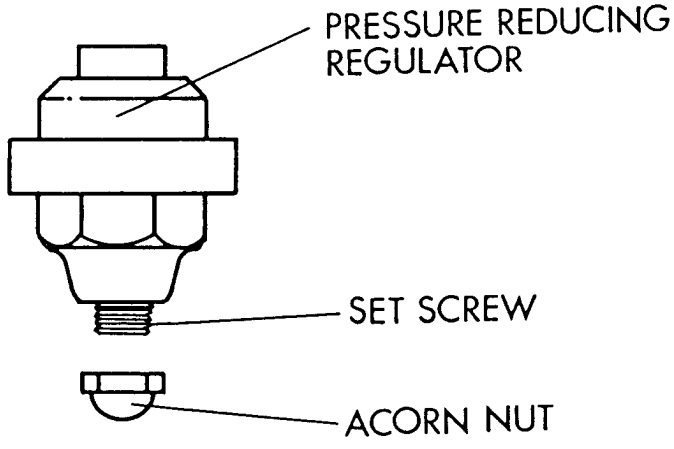

Figure 2
13.0. By turning the set screw on the regulator clockwise or counterclockwise, the output pressure will decrease or increase (Fig. 2)